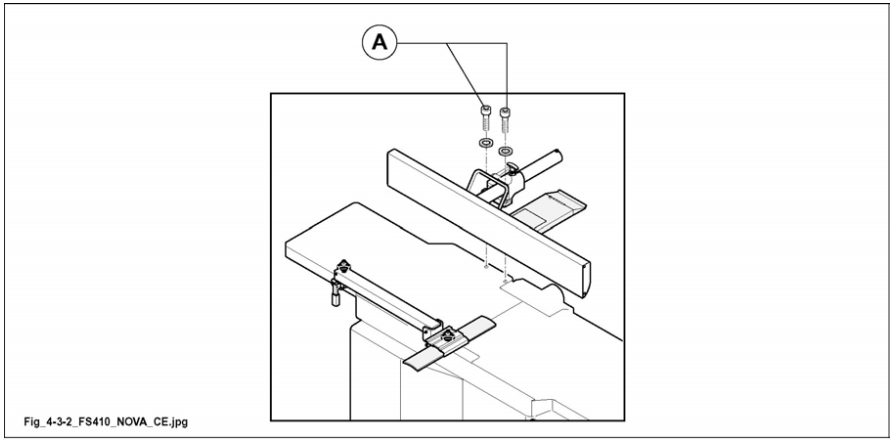

Fig. 4.3-2
- Position the planing fence unit perpendicular to the planer and tighten the two screws (A fig. 4.3-2).